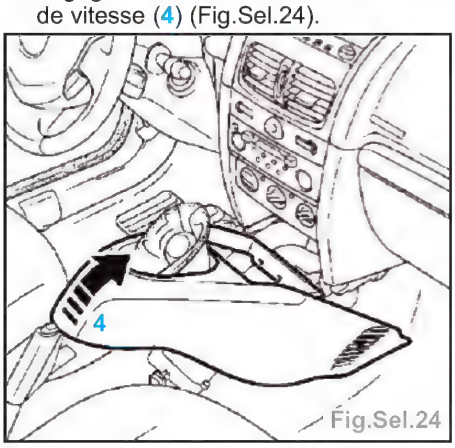

Fig.Sel.24
• dégager la console au niveau du levier de vitesse (4) (Fig.Sel.24).